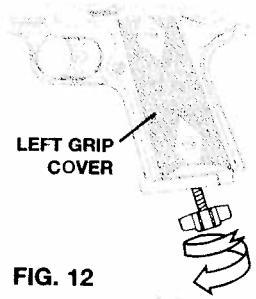

FIG. 12
2. With the muzzle pointed in a safe direction and the left-hand grip cover still in place, slowly turn puncture screw counterclockwise allowing any remaining gas to be discharged and continue turning screw until end stop is reached (see Fig. 12).